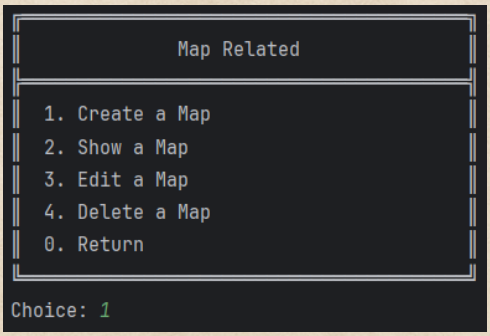

Figure 5.6: Figure 6 – Map Menu Options
1. Click **Show Map** in the Map Operations menu. (see Figure 5.6)
1. Select the **Edit a Map** option from the map operations menu. (see Figure 5.6)